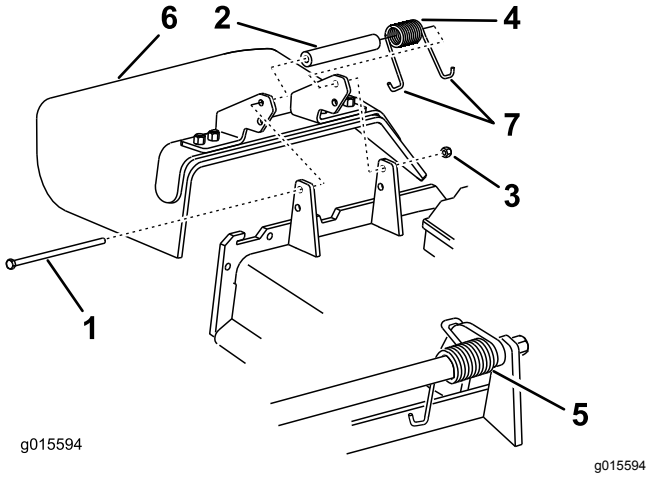

Figur 108
1. Fjern låsemøtrikken, bolten, fjederen og afstandsbøsningen, som fastholder græsdeflektoren til akselbeslagene (Figur 108).
2. Fjern den beskadigede eller slidte græsdeflektor (Figur 108).
Bemærk: Sørg for, at fjederens J-formede ende monteres bag skjoldets kant, før bolten monteres som vist i Figur 108.
6. Placer fjederens J-formede krogende omkring græsdeflektoren (Figur 108).